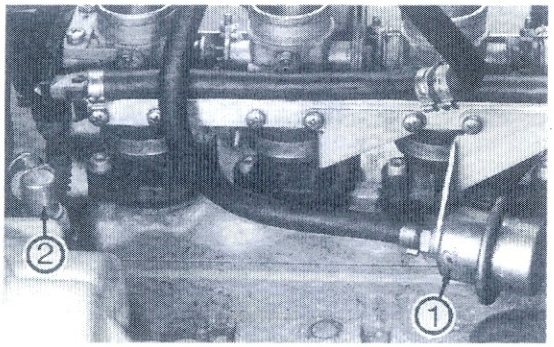

Bild 72
● Druckregler ① Bild 72 und Kraftstoffleitungen anschliessen.